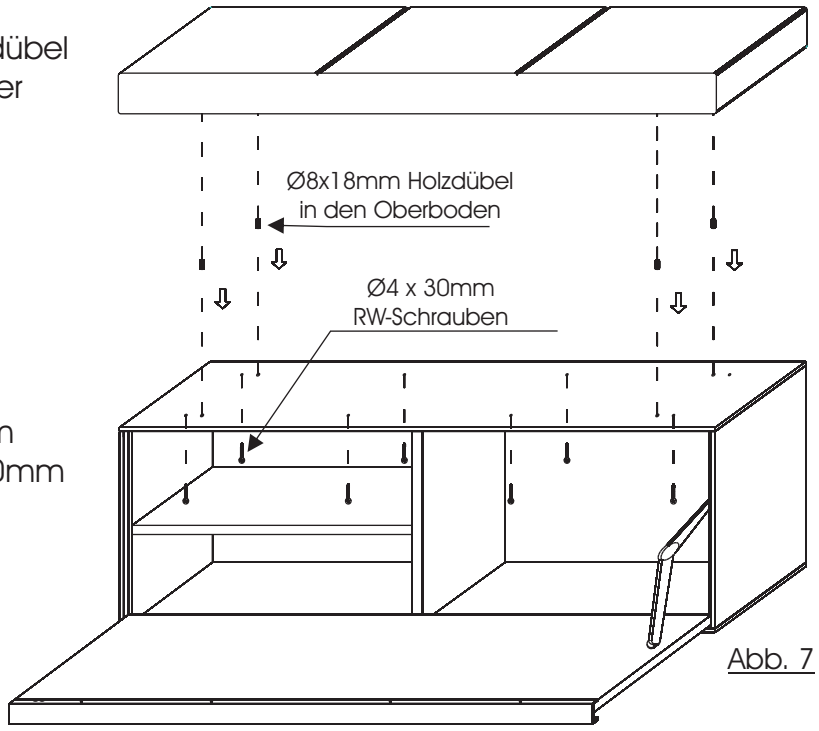

Abb. 7
6. Verschrauben Sie von innen das Sitzpolster mit dem Oberboden. Verwenden Sie hierfür die Ø5mm Durchbohrungen und die Ø4x30mm Schrauben. (Abb. 7)